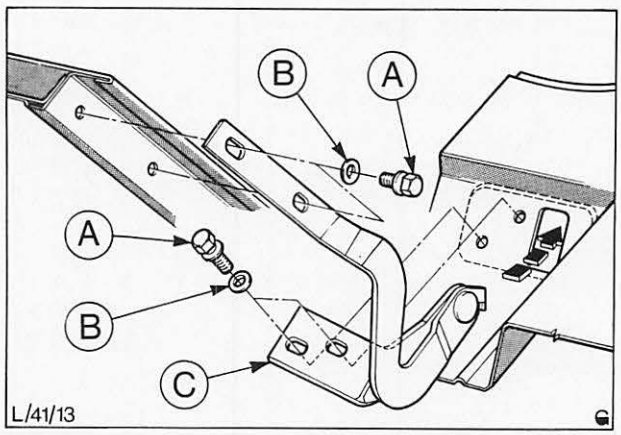

Abb. 25 Einzelteile – Motorhaubenscharnier
2. Motorhaube aufsetzen und Scharniere lose vormontieren, Abb. 25.